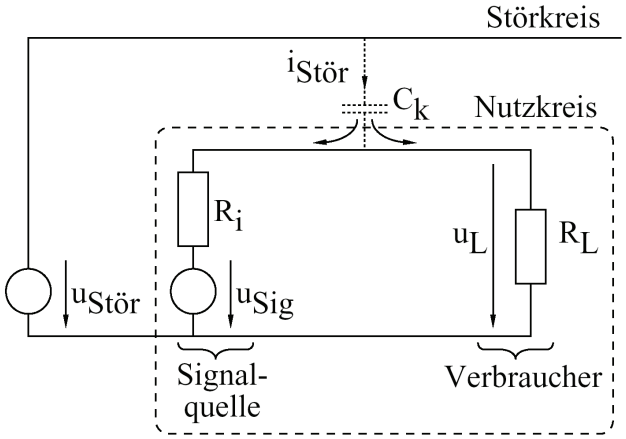

Bild 68: Kapazitiv beeinflusster Nutzkreis
a) Aus Bild 68 ist der kapazitive Koppelmechanismus ersichtlich.